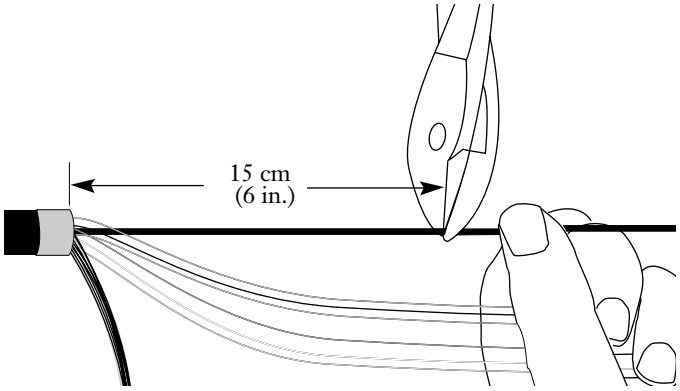

Figure 17
**5.18** Use side cutters to cut the dielectric central member to a length of 15 cm (6 in.) (Figure 17).